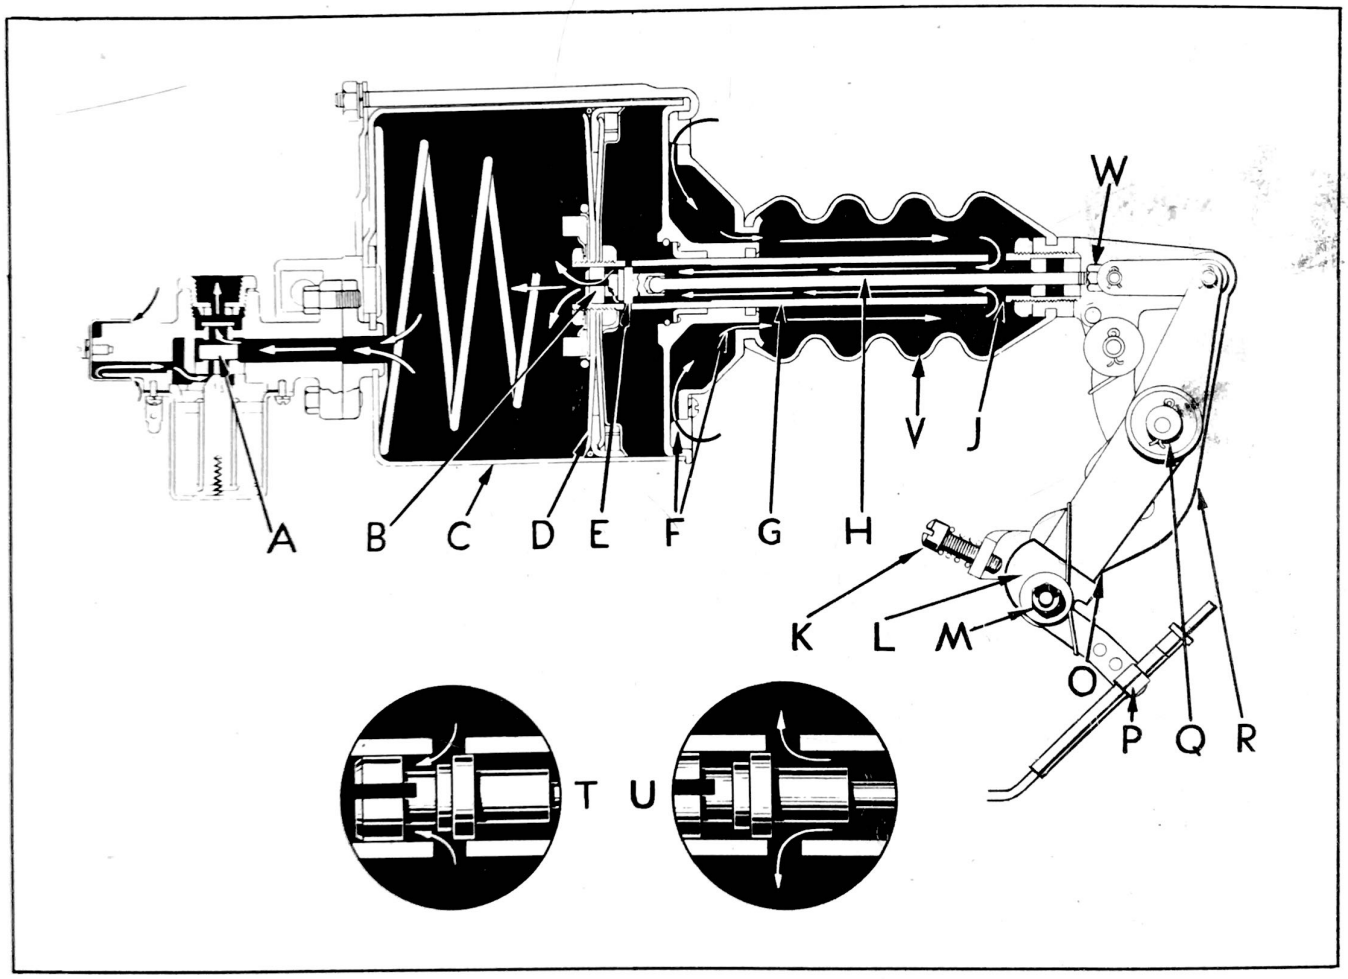

Figure 195 - Automatic Clutch Cylinder and Valves
CLUTCH VACUUM CONTROL DISENGAGEMENT. When the ignition switch is on, the electric circuit thru the vacuum control solenoid is completed and the solenoid valve (A), Fig. 195, is opened. This permits a direct passage between the intake manifold and the forward end of the power cylinder (C).